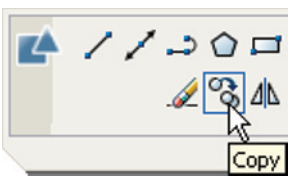

Fig. 5.4 The **Copy** tool icon from the **2D Draw control panel**
2. Call the **Copy** tool – either *left-click* on its tool icon in the **Modify** toolbar, or *pick* **Copy** from the **Modify** tools in the **2D Draw** control panel (Fig. 5.4), or *enter* **cp** or **copy** at the command line.